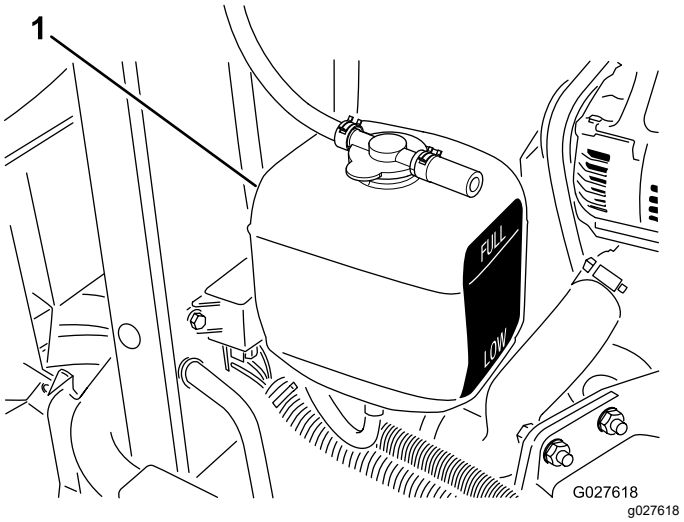

Rysunek 81
3. Należy sprawdzać poziom płynu w zbiorniku wyrównawczym (Rysunek 81).